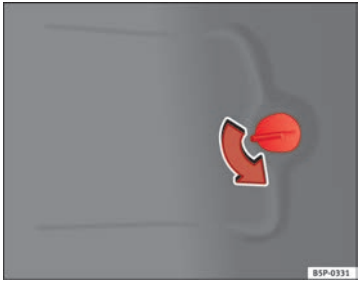

Abb. 201 Rücklichter an der Karosserie
– Öffnen Sie den Deckel am Seitenteil des Gepäckraums ⇒ Abb. 201.